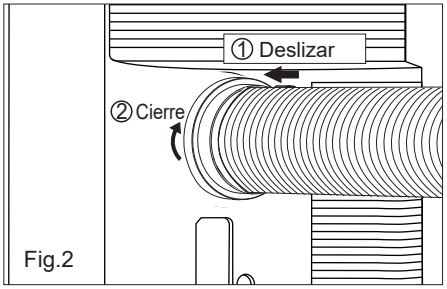

Fig.2
2. Instale el conector B en la unidad (Fig. 2).